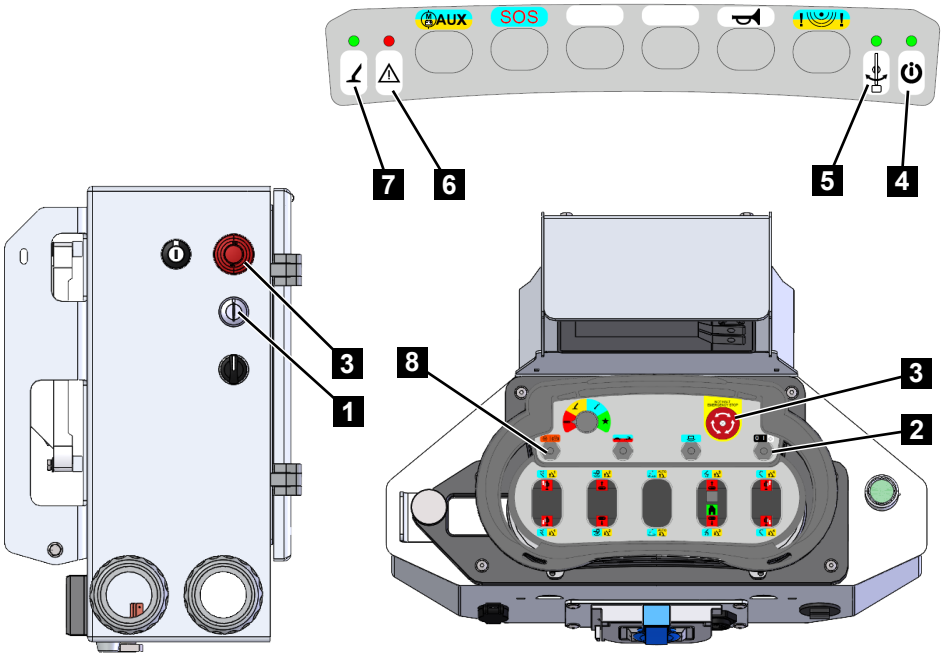

Fig. 52
3. Make sure that the emergency stop button on the control box or radio remote control (Fig.52/3) has not been pressed.
4. To switch on the machine control unit, turn the key switch on the control box (Fig.52/1) to the right.
5. To switch on the radio remote control, switch the switch (Fig.52/2) to |.
– The light (Fig.52/4) flashes and the lights (Fig.52/5, 6, 7) flash.
6. To pair the radio remote control, switch the switch (Fig.52/2) 1x to the right.
7. To start the combustion engine, press the button (Fig.52/8) on the remote control to the right and hold it down for at least 2 seconds.
8. To switch off the combustion engine, press the button (Fig.52/8) on the remote control to the left and hold it down for at least 2 seconds.
9. To switch off the radio remote control, push the toggle switch (Fig.52/2) to the left to the 0 position.
If the radio connection is interrupted, the radio remote control must be logged in to the receiver again by pressing the toggle switch (Fig.52/2) to the *[* Start *]* position.